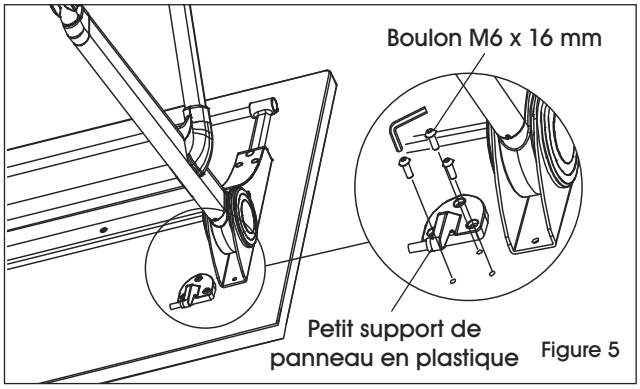

Figure 5
7. Sur la surface de table du côté opposé de la barre transversale ronde en métal (6), fixez un petit support de panneau en plastique (7) sur une des extrémités à l'aide de trois boulons M6 x 16 mm (9). (Voir Figure 5)